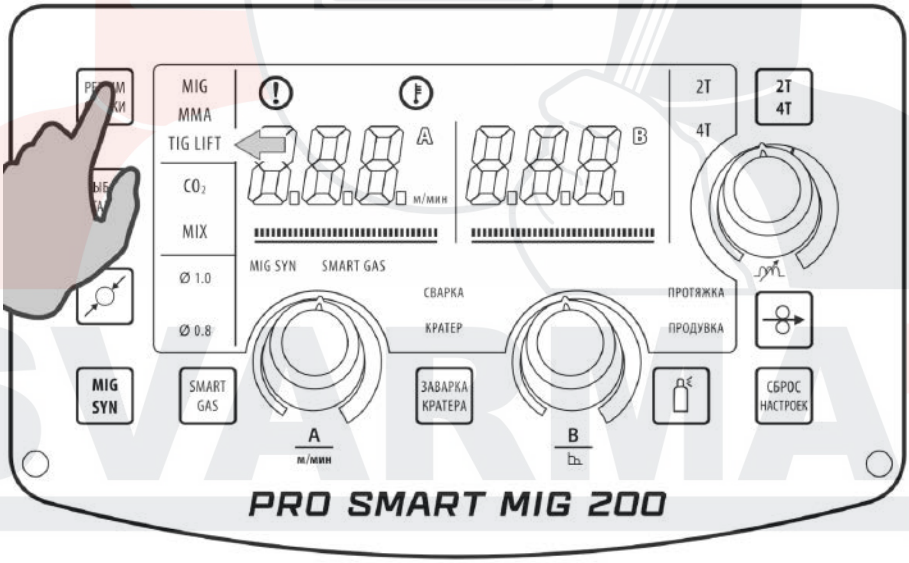

Рис. 12.1.1. Выбор способа сварки.
**4.** Перейдите в режим TIG (См. рис. 7.0.2, поз. 2) на передней панели сварочного аппарата (См. рис. 12.1.1).